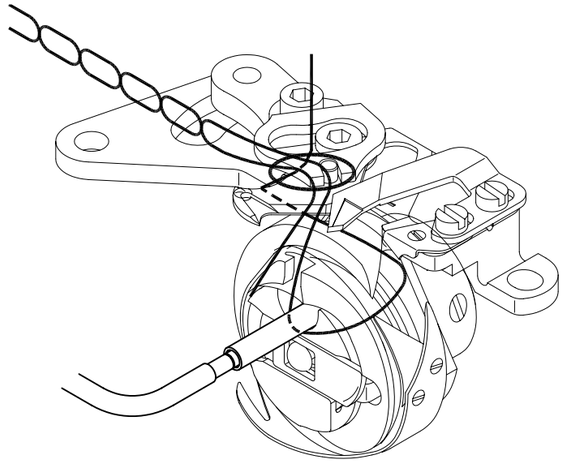

Fig. 26
(9) En este momento, jale la leva hacia la derecha ligeramente, y rótela hacia la dirección de la flecha hasta que la leva no pueda moverse.
(11) Confirme lo siguiente:
(12) Asegure el segundo tornillo de la leva.
(13) Asegure el tornillo fijo, después que el anillo fijo de la leva consiga llegar cerca de la mencionada leva.
(14) NOTA:
b. Por favor confirme que la cuchilla movible recoge los hilos correctamente como se muestra en la figura. (Fig. 26)